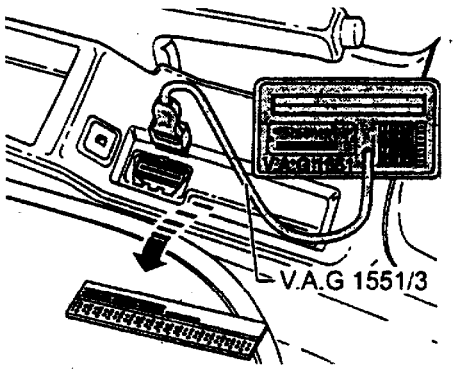

图6－1
①在手动制杆附近，在右边诊断转接器上面取出罩盖。如图6－1所示。